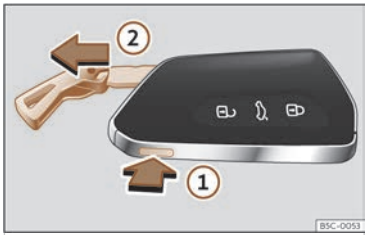

Fig. 72 Vehicle key: remove the key blade.
- Press the >>> **Fig. 72** ① button to release the ring from the key fob and remove the key blade ②. Pressing lightly on the ring leaves it fixed as a key fob.
- Press the >>> **Fig. 72** ① button to unlock. Press and hold button ① and at the same time pull on the ring in the direction of the arrow >>> **Fig. 72** ② to completely remove the key blade.